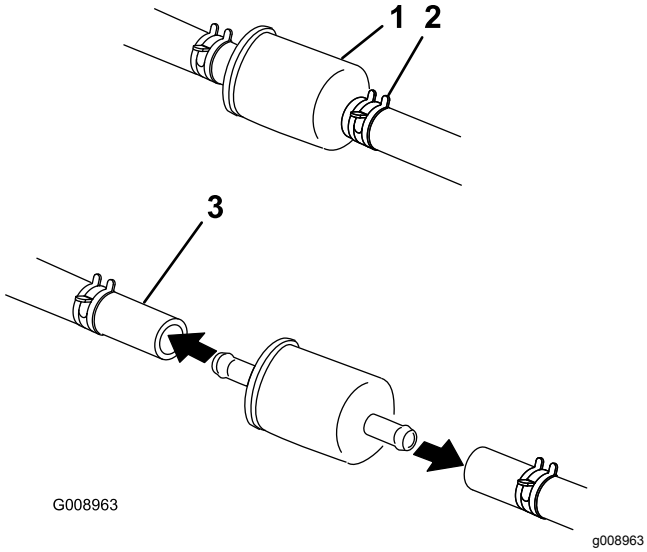

Figur 54
5. Klem sammen endene på slangeklemmene, og skyv dem bort fra filteret (Figur 54).
7. Monter et nytt filter, og skyv slangeklemmene nær opptil filteret (Figur 54).